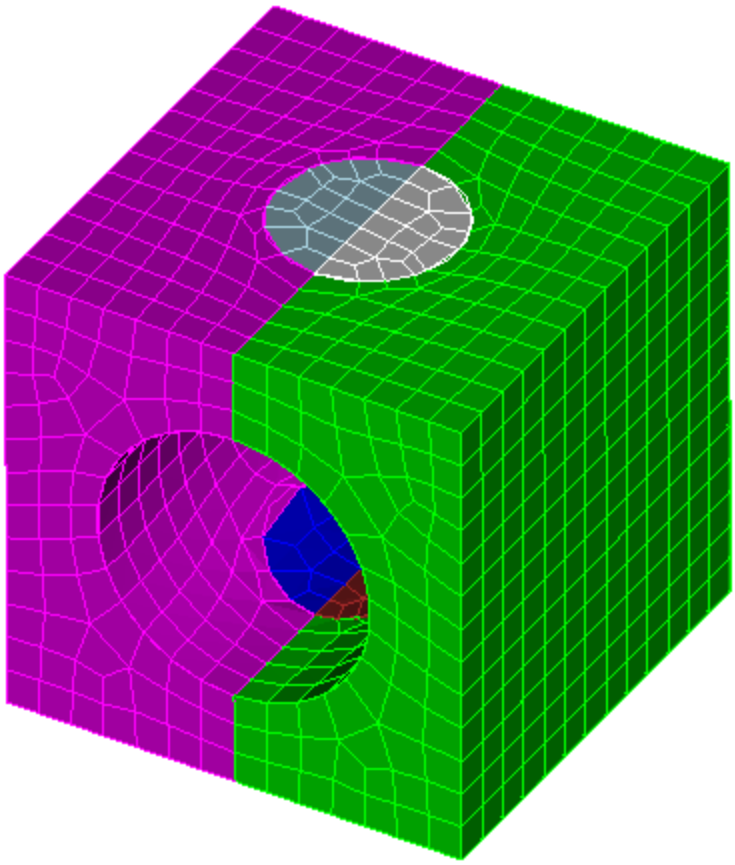

**Figure 4: The mesh after meshcutting**
**Step 3**: Cut the mesh. Figure 4 shows the new mesh after the original mesh has been cut. Also recommend smoothing the mesh: